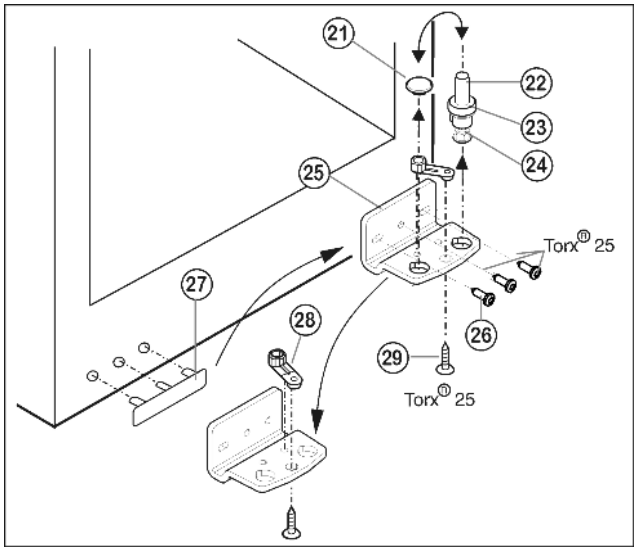

Fig. 12
▶ Извлеките опорный винт *Fig. 12 (22)* в комплекте с шайбой *Fig. 12 (23)* и регулируемой опорой *Fig. 12 (24)*, вытягивая его вверх.
▶ Снимите пробку *Fig. 12 (21)*.
▶ Открутите *Fig. 12 (25)* опорный кронштейн *Fig. 12 (26)*.
▶ Открутите *Fig. 12 (29)*опорную деталь *Fig. 12 (28)* и, переставив в отверстие на противоположной стороне опорного кронштейна, снова прикрутите.
▶ Осторожно снимите и переставьте на противоположную сторону крышку со стороны ручки *Fig. 12 (27)*.
▶ Снова прикрутите опорный кронштейн *Fig. 12 (25)* на новой стороне шарнира **(с моментом 4 Нм)**. При необходимости используйте аккумуляторный шуруповерт.
▶ Переставьте пробку *Fig. 12 (21)* в свободное отверстие.
▶ Вновь установите опорный винт *Fig. 12 (22)* в комплекте с шайбой и регулируемой опорой. При этом следить за тем, чтобы выступ фиксатора был направлен назад.
- ▶ Установите нижнюю дверцу сверху на нижний опорный винт *Fig. 12 (22)*.